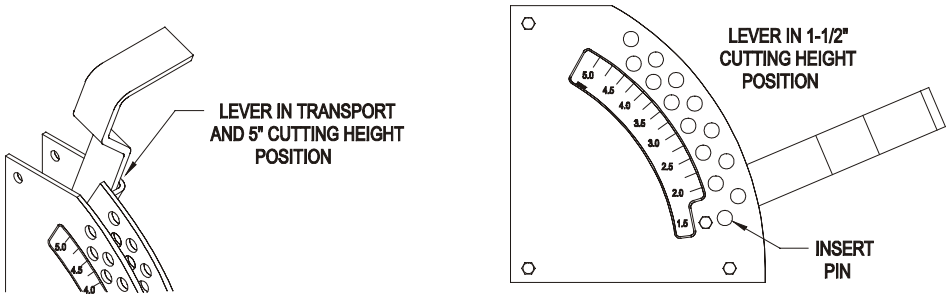
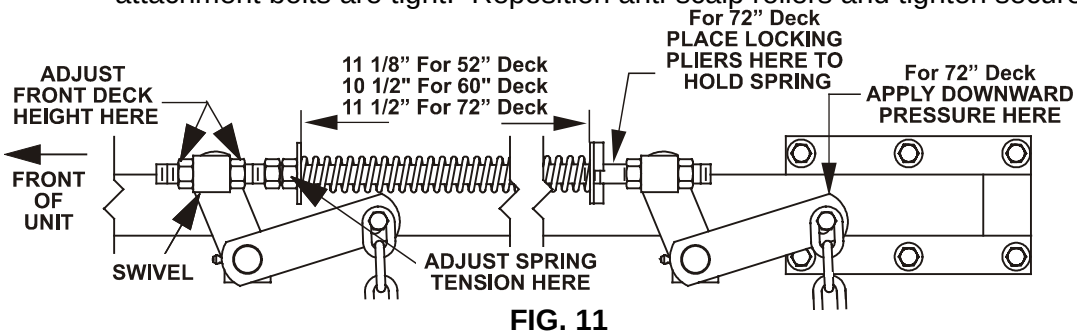

FIG. 9
FIG. 11
c) Raise the deck lever to the transport position (also the 5” cutting height position). See Fig 9.
c) Check tire pressure of all four (4) tires. If needed, adjust to 13 psi (90 kPa).
e) Raise the deck to the 5" height position (also transport position) and take all force off of the two large deck lift springs by loosening the nuts at the front of each spring. See Fig. 11.
For 72" units – Lower the deck to the 1-1/2" height position. Force the left rear deck support arm downward about 1/4" to get the deck to rest at the 1-1/2" height position. Place locking pliers between the rear swivel and spring stop to hold the deck in this position. See Fig. 11.
l) Raise deck lift lever to the 5” cutting height position See Fig 9. Adjust spring compression until proper distance is obtained between the two large washers (See Fig 11). Adjustment is made by turning the nut at the front of each spring (clockwise will shorten the spring, counter-clockwise will lengthen the spring). Lock in position with jam nuts.